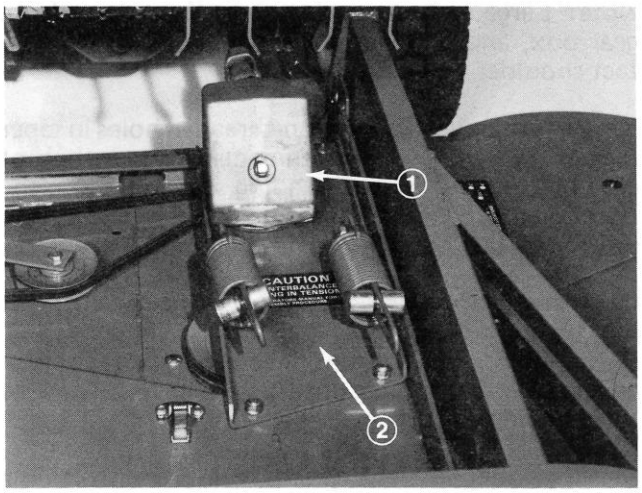

Figure 47
4. Remove four carriage bolts and flange nuts securing gear box base to top of cutting unit (Fig. 47). Slide gear box and base forward until PTO shaft separates. Place gear box base assembly on workbench.
7. Slide PTO shaft into PTO tube. Loop belt around gear box pulley and mount gear box base on top of cutting unit with four carriage bolts and locknuts (Fig. 47).